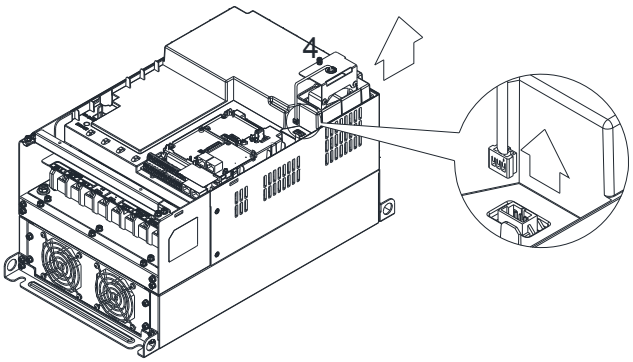

Figure 3
3. Loosen screw 4 (figure 3) and disconnect fan power and pull out the fan. (As shown in the enlarged picture 3) Screw 4『Torque: 10~12 kg-cm / [8.7~10.4 lb-in.] / [1.0~1.2 Nm]』